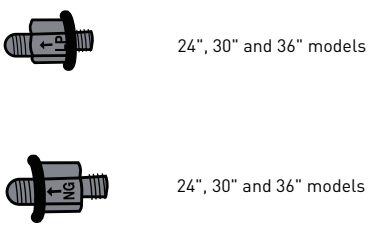

Figure 8 — Regulator pin: NG and LP ; 24″ , 30″ and 36″ models
2.Remove the regulator pin by pulling it out (see Figure 8).
3.Reverse the regulator pin and reinsert it into the regulator cap with the NG side facing outward (see Figure 8).